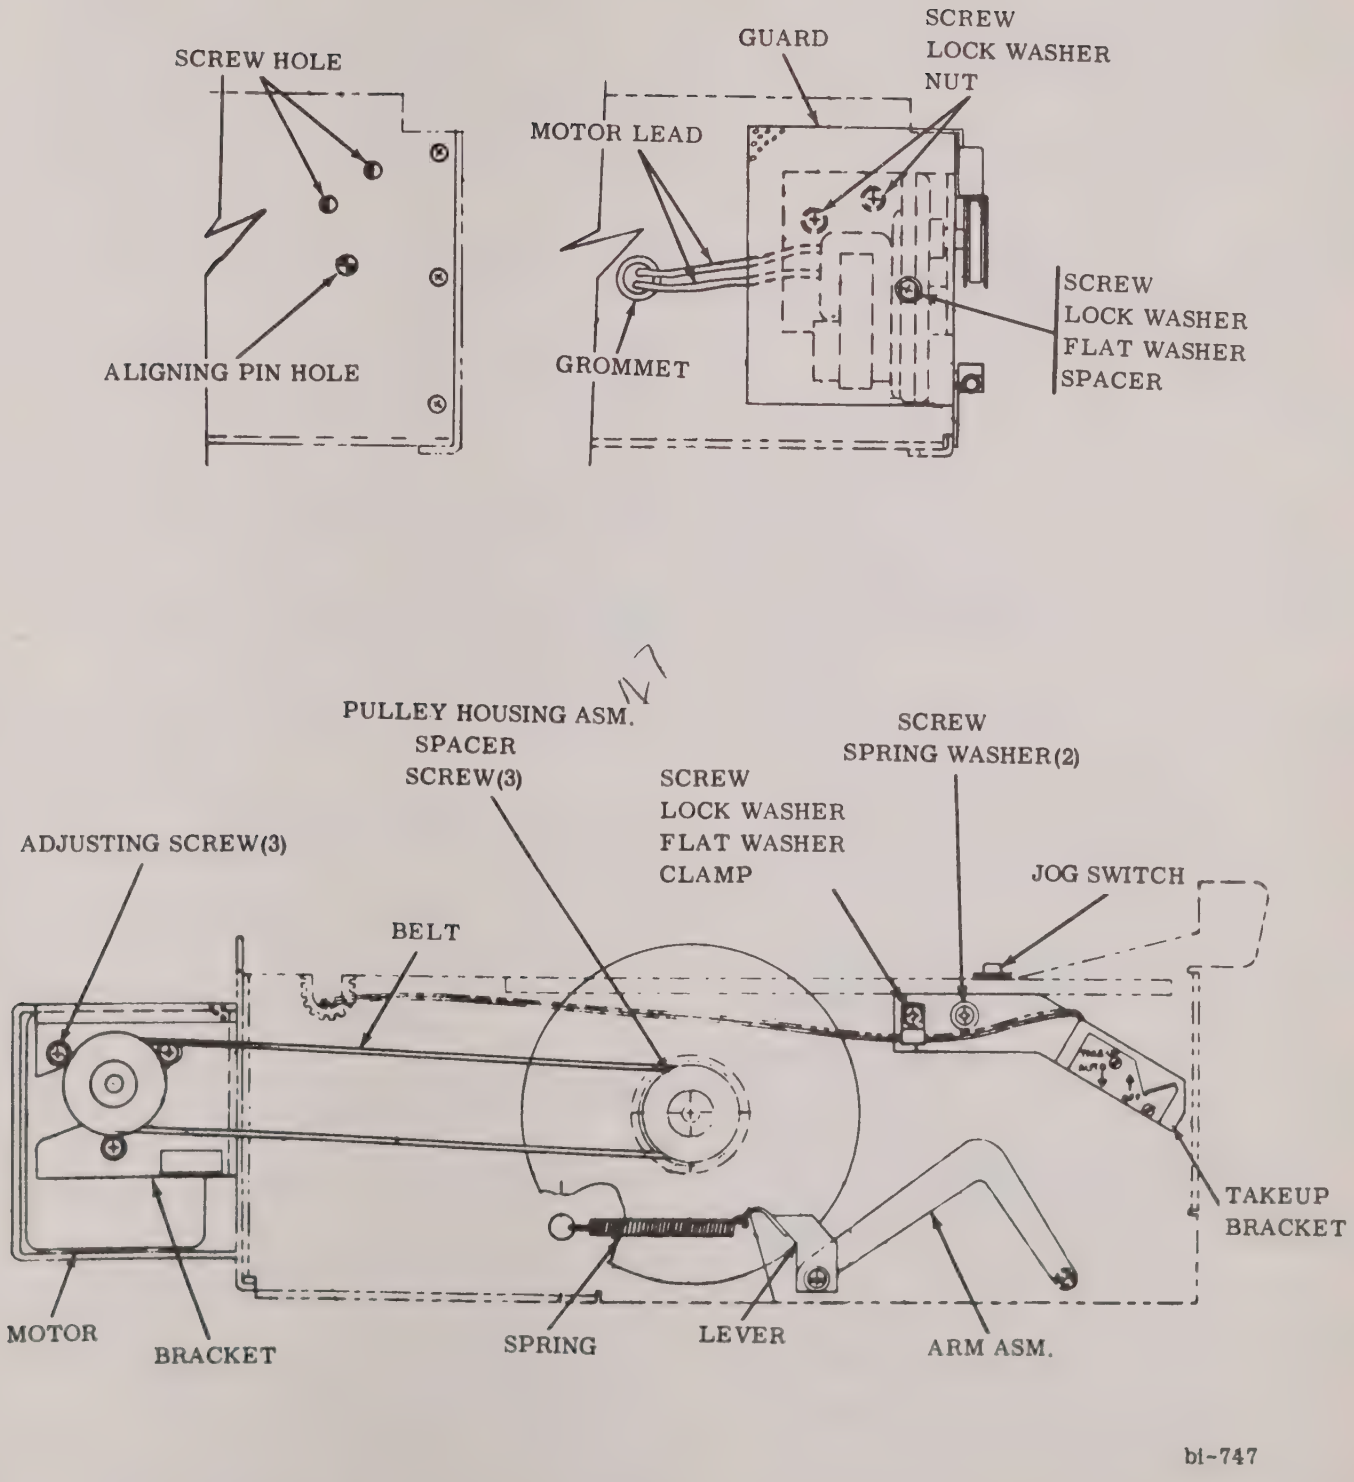

FIGURE 2-17 INSTALLATION OF INTERNAL CHART TAKEUP MODEL 11-2231-01
3. Refer to Detail A in Figure 2-17 and attach motor and bracket assembly to rear of paper drawer using two screws, flat washers, lock washers and nuts.
4. Install grommet in rear of paper drawer and feed motor leads thru grommet. Place belt over motor and drive pulleys and check belt tension. Adjust belt tension, if required, by loosening three screws on side of motor bracket and positioning motor so center of belt can be depressed apprxoimately 1/2-inch with firm finger pressure (five pound). Tighten screws. (Detail C, Fig 2-17).
10. Mount JOG switch to top of paper drawer. (C, Fig. 2-17).
11. Thread take-up switch and paper supply sensing leads thru clamp and attach take-up bracket and clamp to side of paper drawer using screws, lockwasher, and flat washers. (C, Fig. 2-17).
13. Depress take-up bracket and tighten clamp screw. (C, Fig. 2-17).